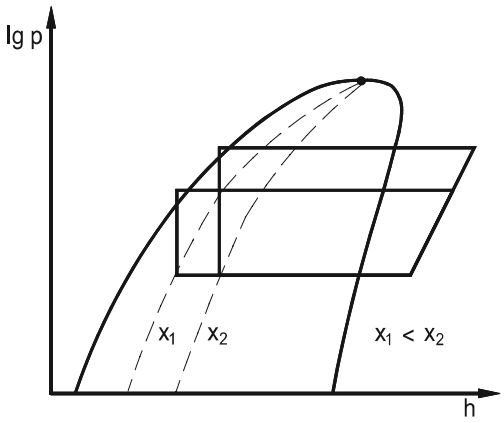

Abb. 1.1 Beeinflussung des Drosseldampfgehaltes x am Drosselorganaustritt
5. Im lg p,h-Diagramm in Abbildung 1.1 sind zwei Kältemittelkreisprozesse eingetragen. Werten Sie den Einfluss der deutlich veränderten Betriebskenngrößen auf den Betrag des Drosseldampfgehaltes x.